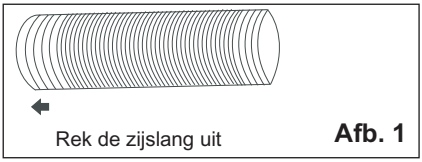
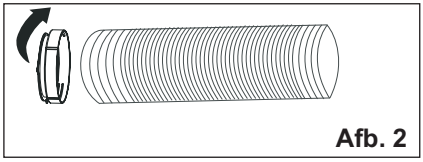

Afb. 1
Afb. 2
1. Neem een van de uiteinden van de slang (Afb. 1) en schroef de slang vast aan de adapter (Afb. 2).